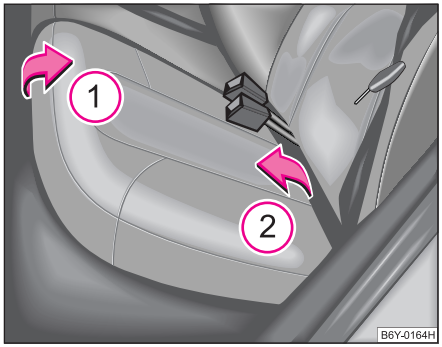

Fig. 51 Plierea banchetei din spate
– Ridicați bancheta din spate în sensul săgeții (1) ⇒ fig. 51 şi rabatați-o în față conform săgeții (2).